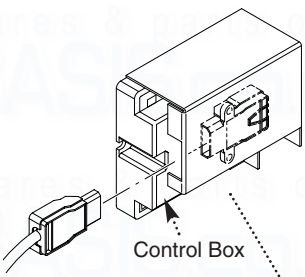

Fig. 55
4. Reconnect electrical supply (Fig. 55).